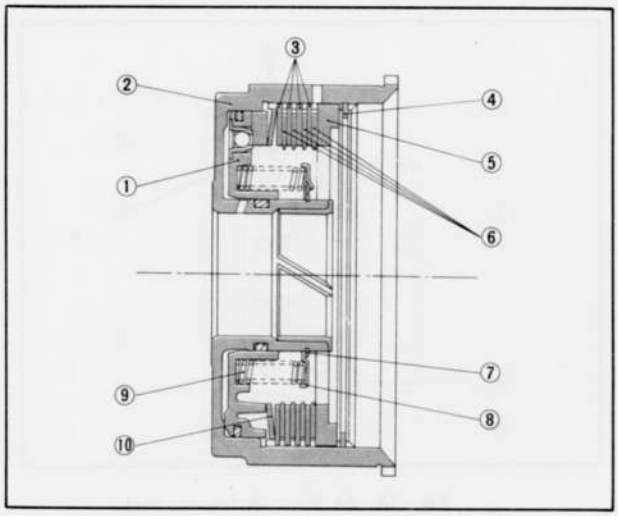

Fig. 7A–16 Front clutch assembly
4. Remove the piston by blowing compressed air into the oil hole as shown in Fig. 7A–18.